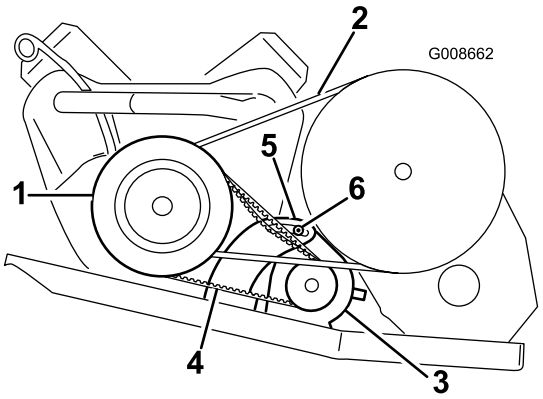

Figur 47
2. Løsne startergeneratorens svingmutter (Figur 47).
4. Vipp starteren i sporet til remmen gir etter med 6 mm ved 44 N styrke (Figur 47).
5. Stram startgeneratorens mutter og fjern spikerjernet (Figur 47). Stram mutteren til 88–115 Nm.